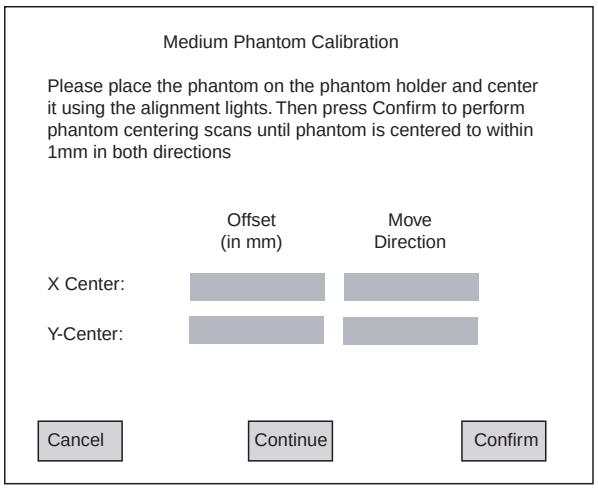

Figure 12-42 Phantom Centering & Calibration Screen
2.) If all four (4) KV stations are selected for calibration, remove tilt regulatory covers (see Tilt Regulatory Covers on page 614). Up to three (3) KV stations may be calibrated without removing the covers.
5.) Detailed Calibration menu (refer to Figure 12-42)
7.) Phantom Centering and Calibration Screen (Figure 12-42)